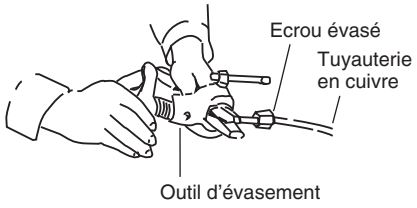

Fig. 5-3
(3) Enlevez l'écrou évasé de l'unité, et montez-le sur le tube en cuivre.
(4) Créez un évasement à l'extrémité du tube en cuivre avec un outil d'évasement. (Fig. 5-3)